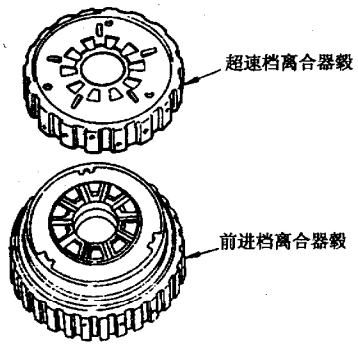

图 9－13－125
(3) 如图 9－13－126 所示，从前进档离合器毂上拆下止推垫圈。